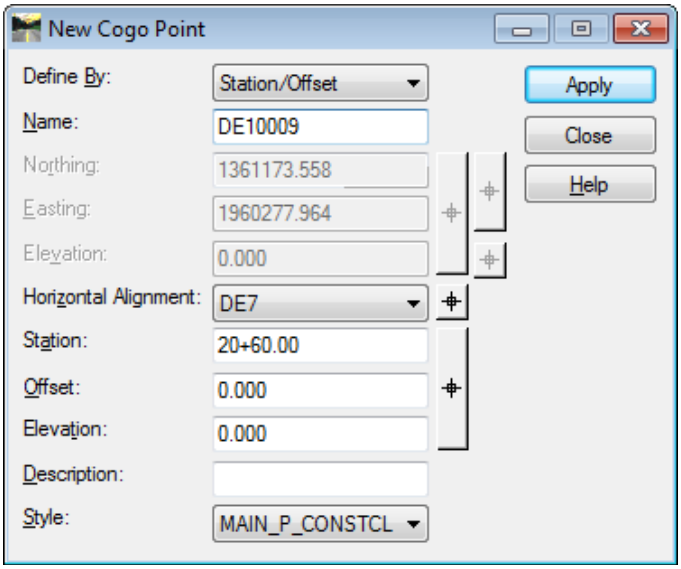

Figure L3-30 New Cogo Point
• Verify your entries match those shown in *Figure L3-30*.